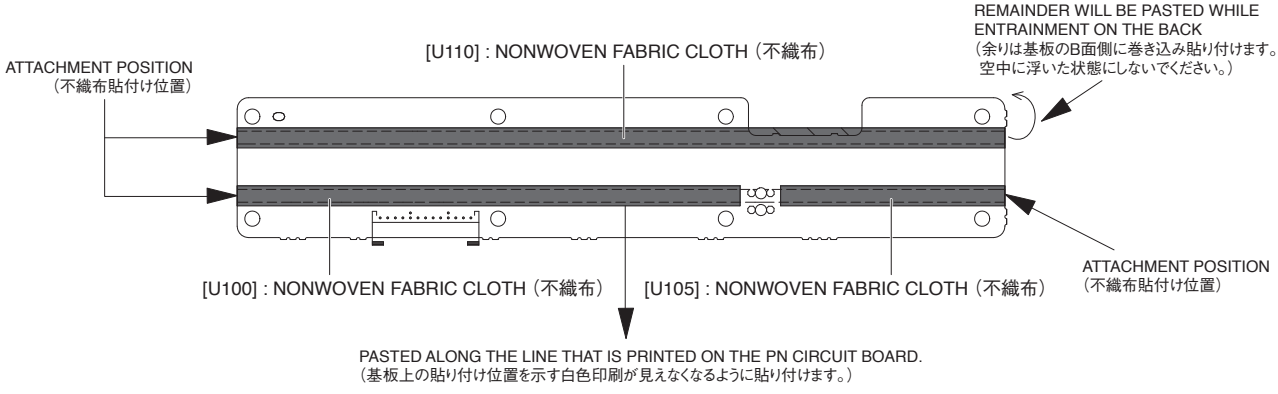

Fig. 6（図6）
* ***The nonwoven fabric cloths marked [U100] [U105] [U110] are not parts of the PN circuit board. When replacing the PN circuit board, be sure to remove these parts and attach them to the new PN circuit board. (Fig. 6)***
※ [U100] [U105] [U110]の不織布は、PNシートの構成部品ではありません。PNシートを交換する際には必ずこれらを取り外し、新しいPNシートに取り付けてください。(図6)